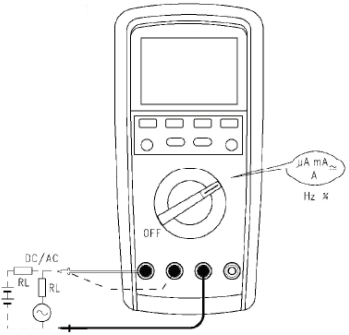

Рис. 10 Измерение частоты и коэффициента заполнения
7.9 Измерение силы переменного и постоянного тока (см. рис. 10)